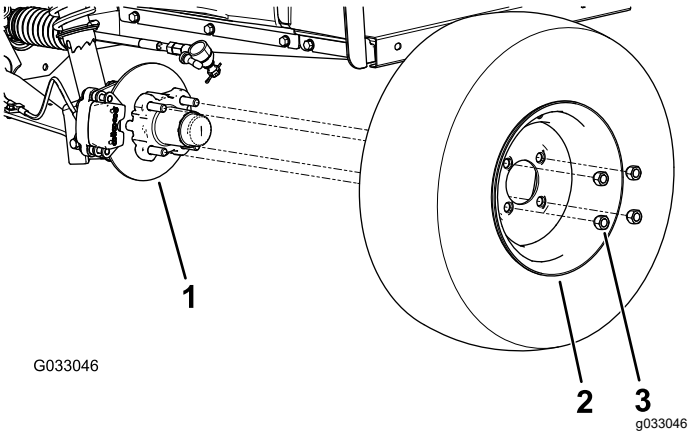

Figura 33
2. Retire las 4 tuercas que sujetan la rueda al cubo (Figura 33).
4. Alinee los taladros de la rueda con los espárragos del cubo y monte la rueda en el cubo con la válvula hacia fuera (Figura 33).
5. Sujete la rueda al cubo usando las tuercas de rueda (Figura 33).